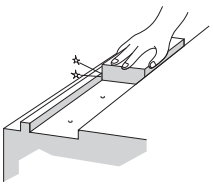

图2 安装面的检查
(1) 在安装前务必清除所要安装机械安装面上的毛刺、打击伤痕及污物。(图2)